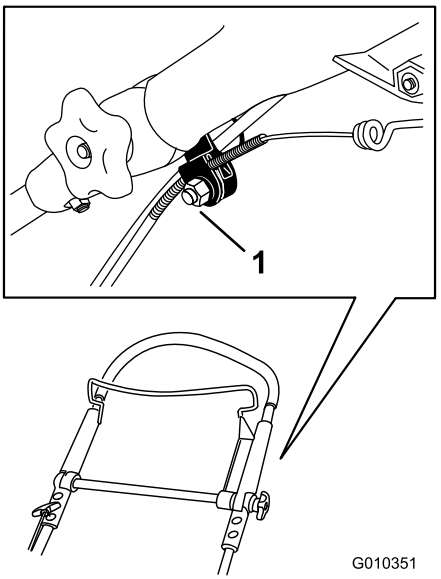

Figur 45
1. Lossa muttern på kabelfästet (Figur 45).